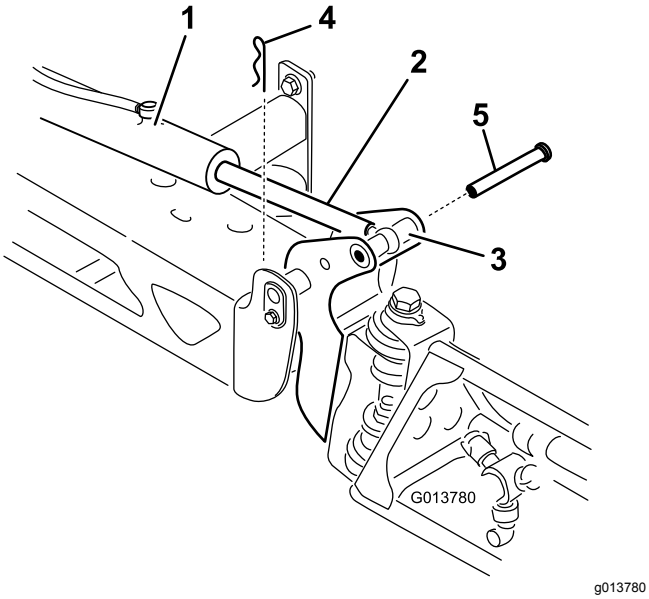

Figur 13
2. Ta bort saxpinnen från svängtappen (Figur 13).
3. Höj sprutrampen, ta bort tappen (Figur 13) och sänk därefter långsamt sprutrampen till marken.
8. Höj sprutrampen så att svängleden kommer i nivå med manövreringsstången. Håll i sprutrampen och för in tappen genom både svängleden och manövreringsstången på sprutrampen (Figur 13).